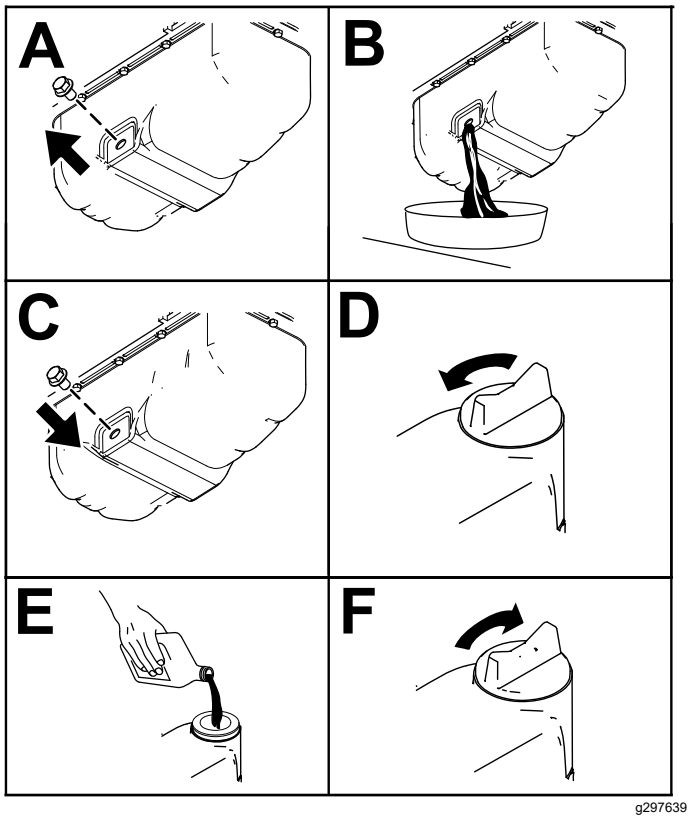

Figura 50
3. Cambie el aceite del motor, según se muestra en Figura 50.